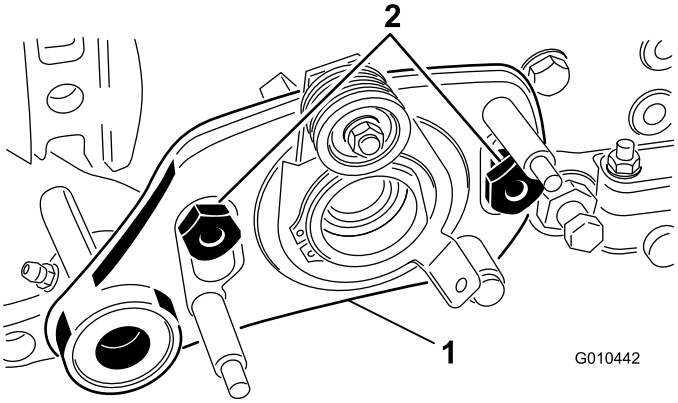

Figura 6
9. Inserite il gruppo di rotazione sinistro sui bulloni e fissatelo con 2 dadi di spallamento (Figura 6).